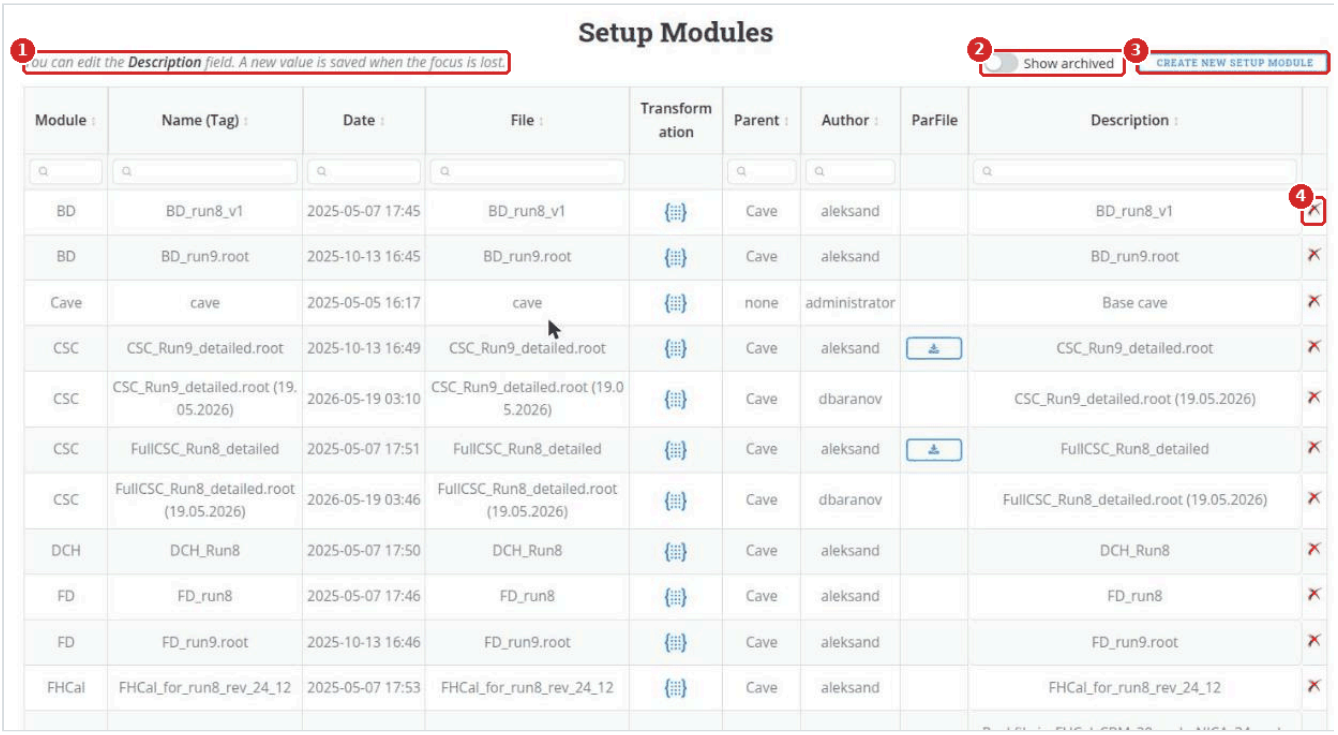

Рисунок 24. EDIT SETUP MODULES: (1) редактируемые описания, (2) Show archived, (3) CREATE NEW SETUP MODULE, (4) удаление или архивирование
1. В меню выберите **EDIT GEOMETRY › EDIT SETUP MODULES**. Откроется таблица **Setup Modules** (рисунок 24).